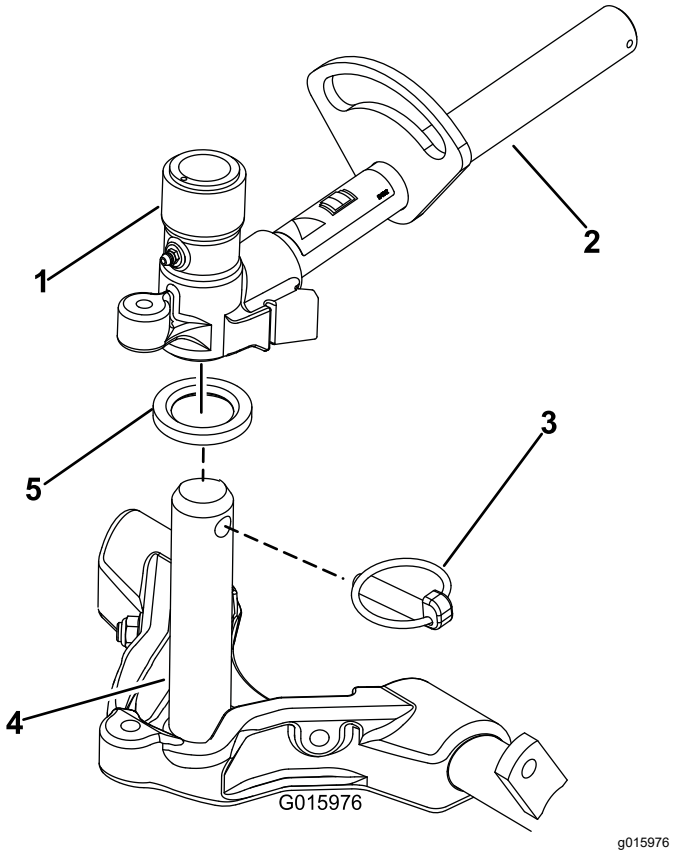

Figur 16
8. Dekk bærerammeakselen med rent smørefett (Figur 16).
9. For de fremre klippeenhetene skyv en klippeenhet under løftearmen mens du fører bærerammen inn i løftearmens dreiegaffel (Figur 16). Sørg for at trykkskiven er på plass på bærerammeakselen.
10. Sikre bærerammen til løftearmens dreiegaffel med ringstiften (Figur 16).
B. Før inn løftearmens dreiegaffel i bærerammeakselen (Figur 16).